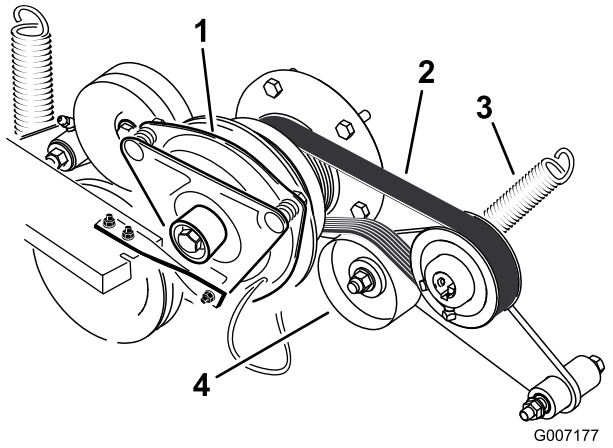

Figur 65
3. Demontera fjädern på remskivarmen (Figur 65).
4. Montera den nya remmen runt motorns och hydropumpens remskiva (Figur 65).
6. Montera fjädern på remskivearmen (Figur 65).